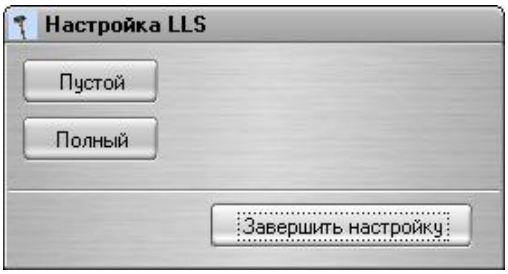
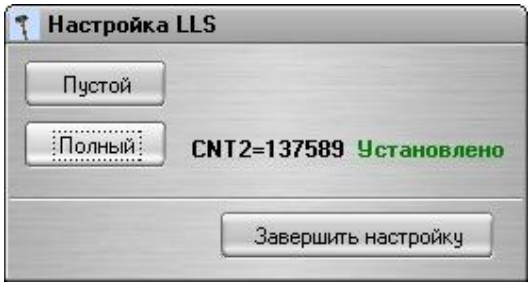
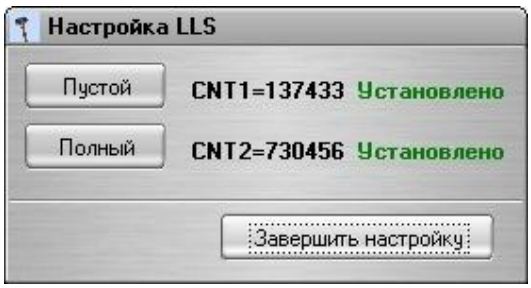

Рисунок 15
Рисунок 16
Рисунок 17
4) В окне программы (Рисунок 15) нажать кнопку «Полный». Напротив кнопки «Полный» появится надпись «Установлено» (Рисунок 16).
6) В окне программы (Рисунок 16) нажать кнопку «Пустой». Напротив кнопки «Пустой» появится надпись «Установлено» (Рисунок 17).